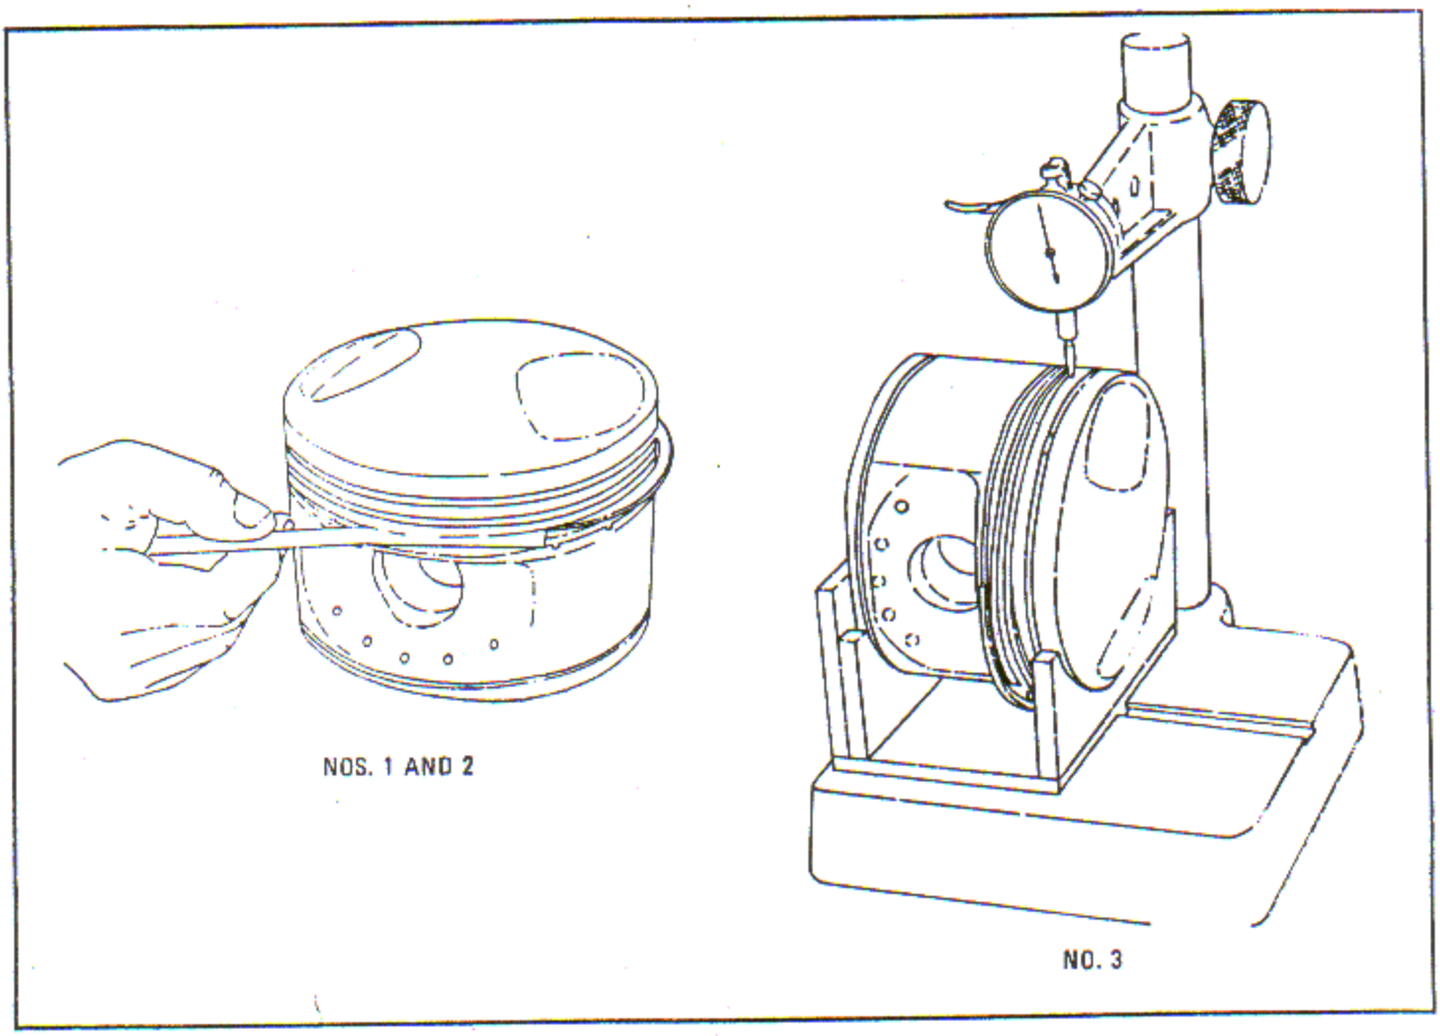

Figure 7-29. Checking Piston Ring Side Clearance at Nos. 1, 2 and 3 Ring Grooves
c. Take the side clearance measurements at the approximate center of the thrust and anti-thrust sides (under the valve pockets) of the piston. Use tapered piston ring side fit checking fixture and comparator. See figure 7-29.
e. Select rings for grooves 3, 4 and 5 which when seated in the grooves, have the side clearance specified in references 244, 245 and 246 of the Table of Limits, Section IX. Check at four equally spaced points, for all rings, by inserting a feeler gage between the ring and the side of the groove. See figure 7-29.